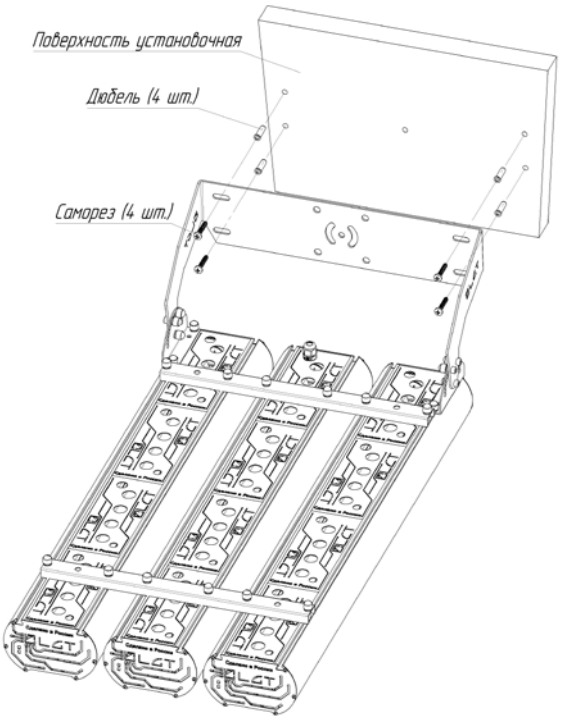

Рис. 7
6.7.7 Закрепить светильник на установочной поверхности, используя четыре самореза М8 длинной не менее 40 мм. Рис. 7.